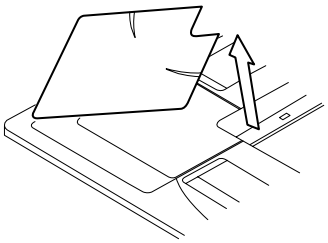

Fig. 4
(3) Remove the service cover on the corner.
- Slide the service cover outward to remove. **(Refer to Fig. 4)**